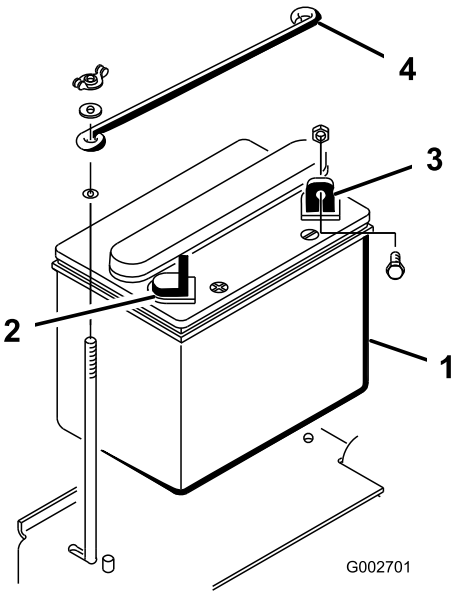

**Figur 3**
Ta bort de (2) vingmuttrarna och brickorna som fäster batteriets övre låsfäste vid batteriets sidolåsfästen (Figur 3). Ta bort batteriets övre låsfäste och ta bort batteriet.